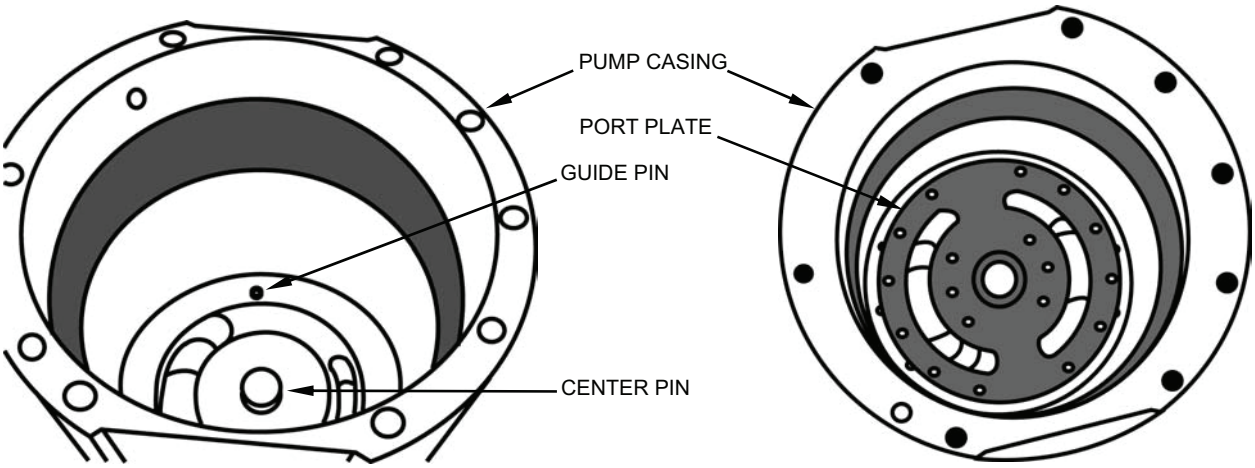

Figure 32. Port Plate and Guide Pin in Pump Casing.
c. Insert the plastic guide pin and metal center pin into the bottom of the pump casing (see Figure 32).
d. Install the port plate. Make sure the locating slot in the underside of the plate fits over the guide pin in the bottom of the pump casing (see Figure 32).